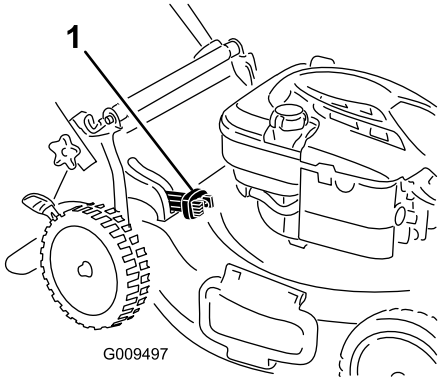

Figura 16
- Per raccogliere lo sfalcio e le foglie premete il pulsante che si trova sulla leva di comando del cesto e spostate in avanti la leva finché il pulsante non risale (Figura 16).